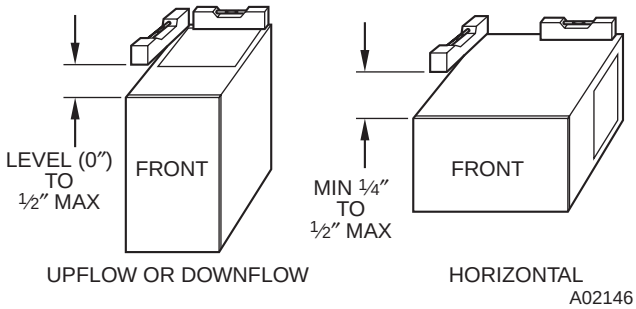

**Fig. 13—Furnace Location for Proper Condensate Drainage**
**NOTE:** For upflow/downflow applications install furnace so that it is level or pitched forward within 1/2-in. for proper furnace operation. For horizontal applications pitch 1/4-in. minimum to 1/2-in. maximum forward to ensure proper condensate drainage from secondary heat exchangers. (See Fig. 13.)